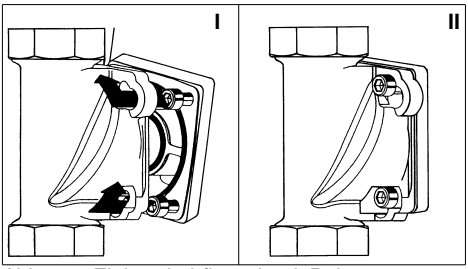

Abb. 4: Einbaudrehflansch mit Bajonett
– Die vier Flanschschrauben in die Bajonettbohrung am Einbaudrehflansch stecken (siehe Abb. 4 I).
– Den Rückspül-Schutzfilter im Uhrzeigersinn bis zum Anschlag drehen (siehe Abb. 4 II).